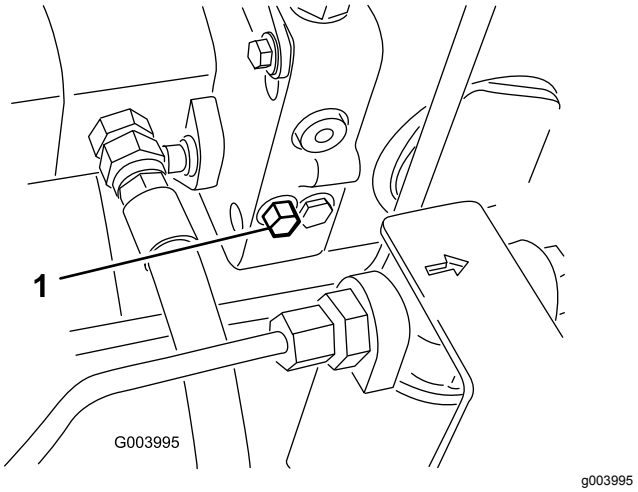

Figur 37
1. Omløbsventilen er placeret på venstre side af hydrostaten (Figur 37). Drej bolten 1 1/2 omgang for at åbne den, og lade olien løbe om internt. Da væsken omløbes, kan maskinen flyttes langsomt, uden at gearkassen beskadiges.